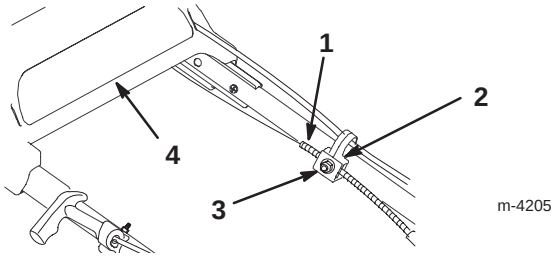

Abbildung 27
2. Die Kabelhalterungsmutter lösen (Abb. 27).
4. Die obere Griffstange so weit wie möglich zurückschieben, den Antriebsbügel unten halten und den Kabelmantel nach unten ziehen (zum Rasenmäher), bis kein Durchhang mehr im Kabel ist (Abb. 27).
5. Die Mutter an der Kabelhalterung anziehen (Abb. 27).